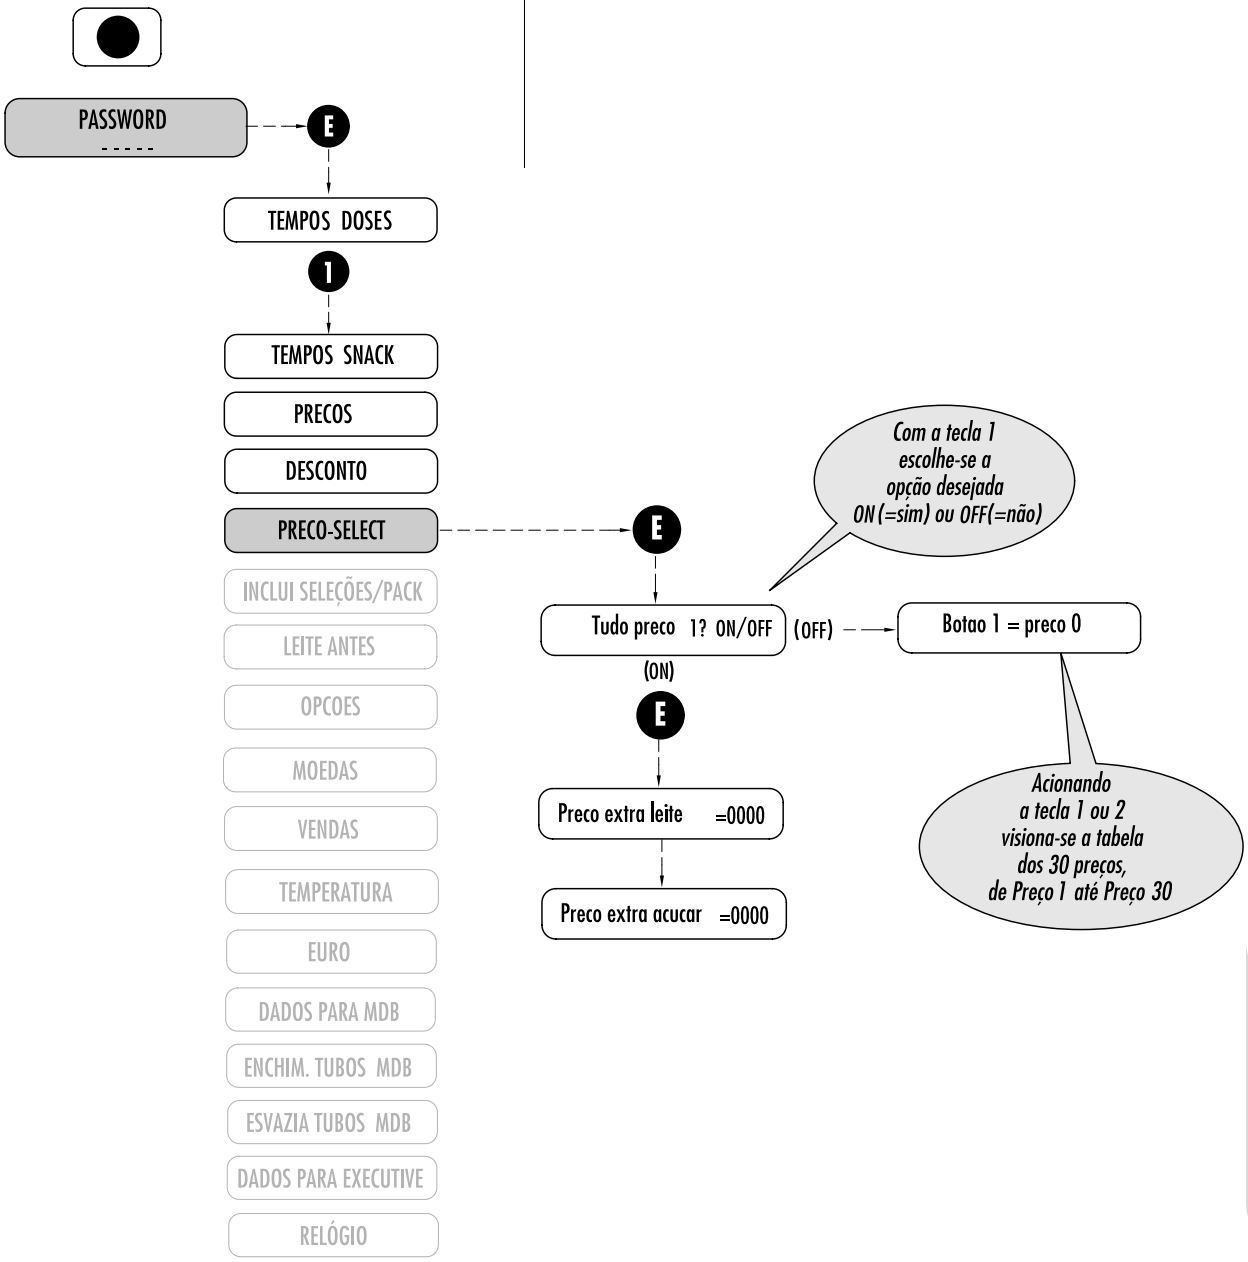

Fig. 7.8
7.2.5 PREÇO-SELEÇÕES (Fig.7.8)